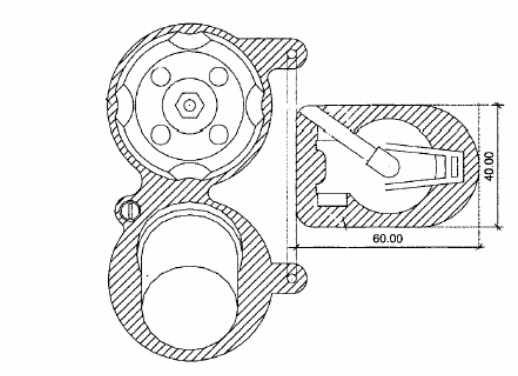

Figura 3: Disegno esplicativo per come effettuare i tagli esclusivamente in una carrozzeria "LOLA VDS"
5. tappo serbatoio per il rifornimento (50,0 mm oppure 40,00 x 60,00 mm nella vista da sopra). Vedi Figura 3;